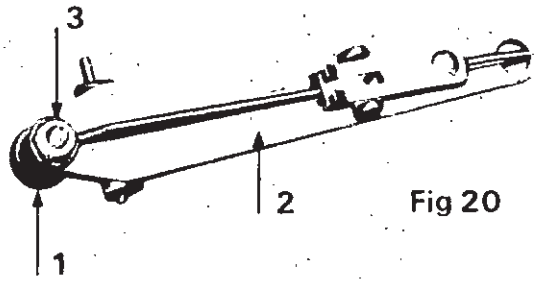

Fig 20
- monter un clapet neuf sur le levier 2ème stade et visser, sans le serrer, l'écrou de fixation. (Fig. 20)